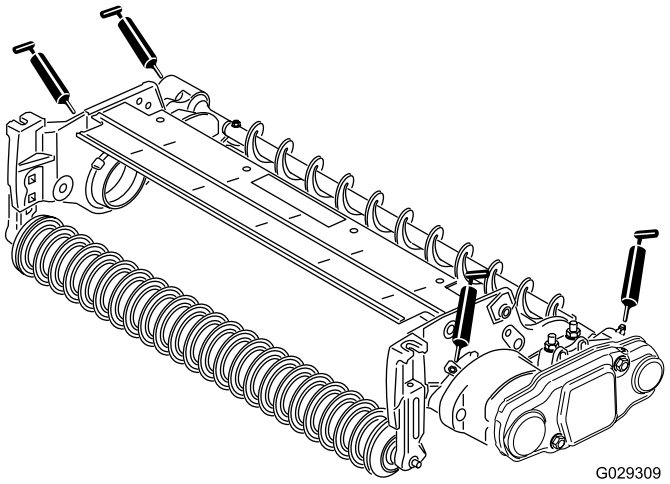

Рисунок 19
26. Заправьте масленки на каждом корпусе подшипника щетки катка и на остальной части режущего блока консистентной смазкой № 2 общего назначения на литиевой основе (Рисунок 19).